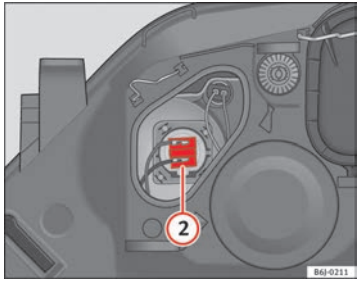

Fig. 137 Main beam headlights
– Remove connector ⇒ fig. 137 (2) by pulling outward.